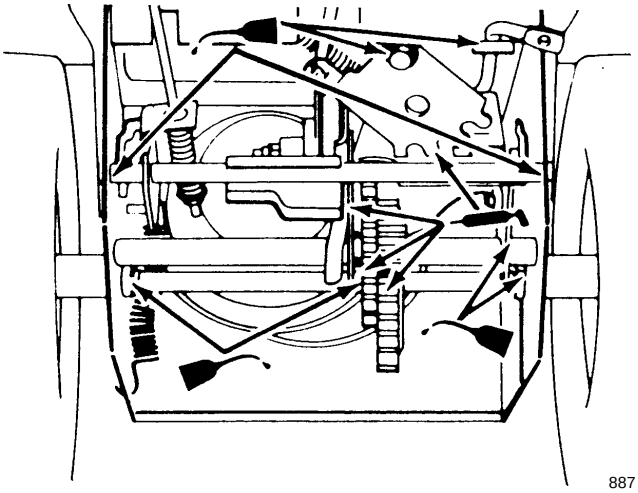

Figur 21
5. Smør snøfreseren med litt tynn olje slik som vist i Figur 21.
6. Smør snøfreseren slik som vist i Figur 21.